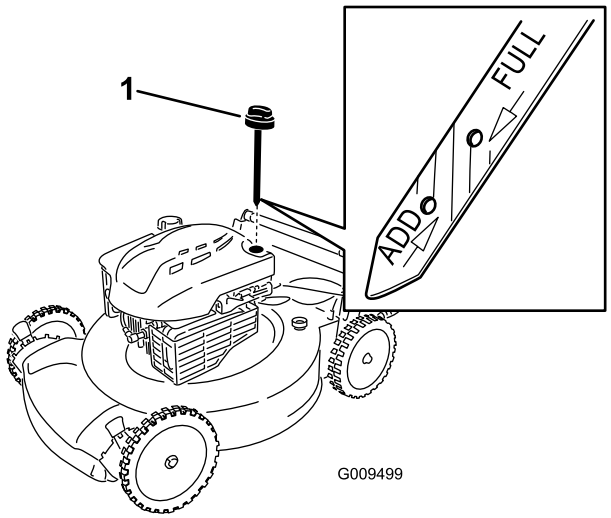

Figur 19
6. Ta ur oljestickan ur oljepåfyllningsröret (Figur 19).